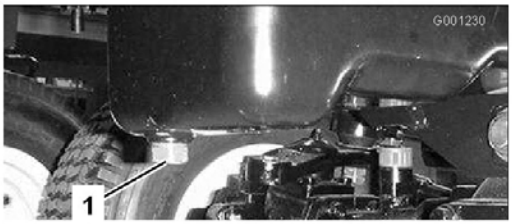

Figur 48
3. Stil en dræningsbakke under oliesumpen og på linje med aftapningsproppen (Figur 48).